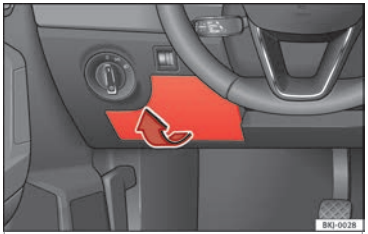

Rys. 70 Na desce rozdzielczej po stronie kierowcy: pokrywa skrzynki bezpiecznikowej.
- Otwieranie: zdjąć pokrywę skrzynki bezpiecznikowej we wskazywanym kierunku ››› **rys. 70**.